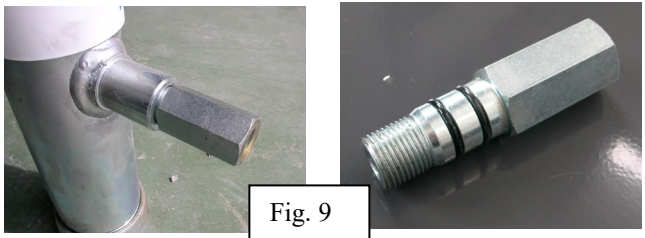

Fig. 9
- **Valvola di blocco discesa su martinetto (fig. 9):** in caso di rottura del tubo flessibile del pistone impedisce il brusco abbassamento del cassone bloccandolo nella posizione in cui si trova.